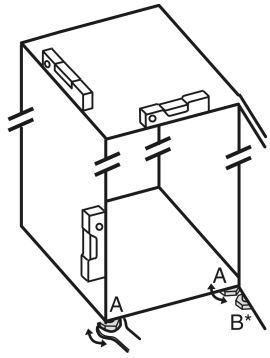

Fig. 5
▶ Izmantojot pievienoto uzgriežņu atslēgu un līmeņrādi, izskrūvējiet kājiņas *Fig. 5 (A)*, līdz ierīce ir noregulēta stabilā un taisnā stāvoklī.
▶ Izmantojot pievienoto uzgriežņu atslēgu, izskrūvējiet kājiņu *Fig. 5 (B)* no gultņa balsta, līdz tas atrodas uz grīdas.
▶ Pagrieziet kājiņu *Fig. 5 (B)* vēl par 90°.